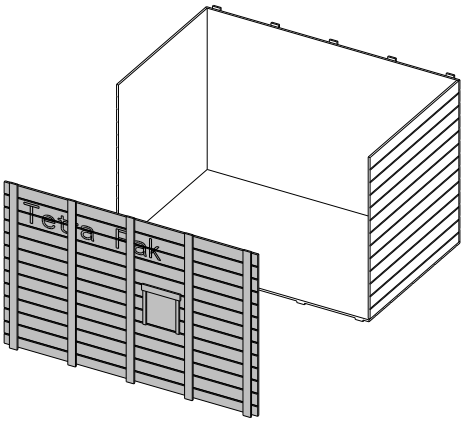

Fig 2
b) Unscrew any screws fixing the contents to the front of the crate and remove the front of the crate, see figure 2.